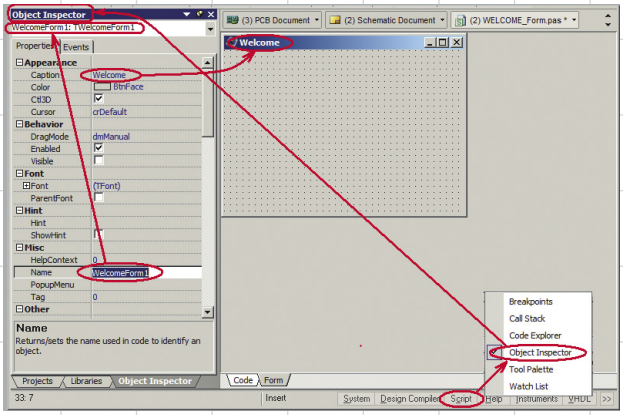

Рис. 5. Редактирование свойств скрипт-формы
4. Кнопкой **Script** в обрамлении главного окна программы активизировать панель «Инспектор объектов» — **Object Inspector** (рис. 5).